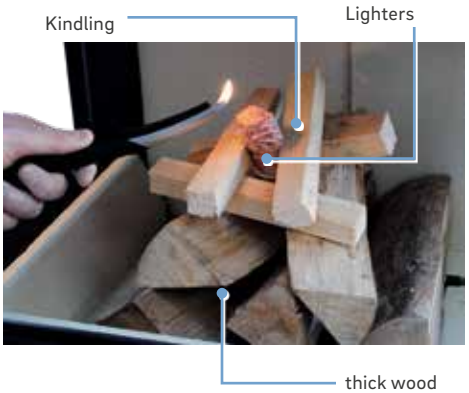

Fig.: 9 Example of igniting process, use log quantity in accordance with the specification „23 Scheitholztabelle" on Page 48.
- In contrast to a campfire, the fire in the masonry stove is ignited from above. Lay the smallest possible split, dry soft wood on top of the log as a firing-up module (Fig.: 9).